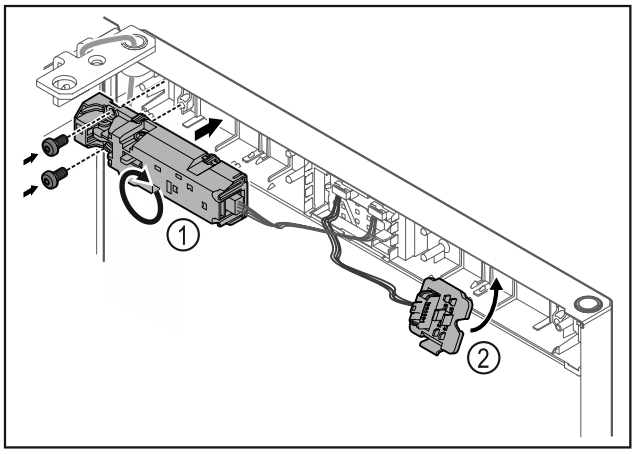

Fig. 17
▶ Разверните замок дистанционного открытия *Fig. 17 (1)* на 180° и прикрепите на противоположной стороне.
▶ Зафиксируйте держатель штекера *Fig. 17 (2)* на противоположной стороне.*